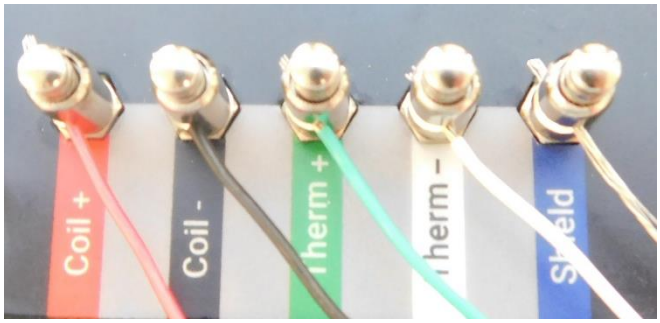

FIGURE 3-5 ALL WIRES CONNECTED TO TERMINAL POSTS
7. Repeat for all wires (Figure 3-5).